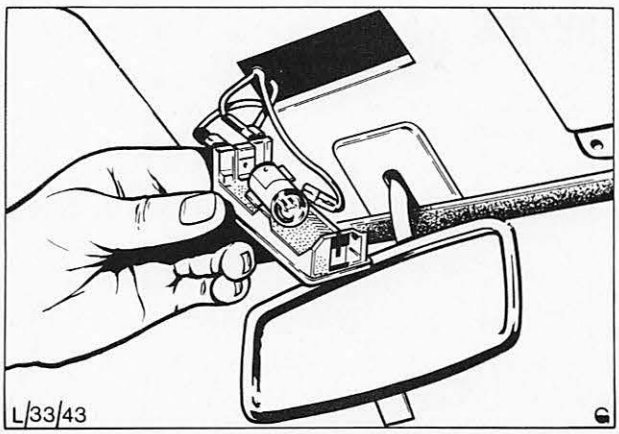

Abb. 45 Innenleuchte ausbauen
2. Leuchte vorsichtig aus dem Dach herausheben, Abb. 45.